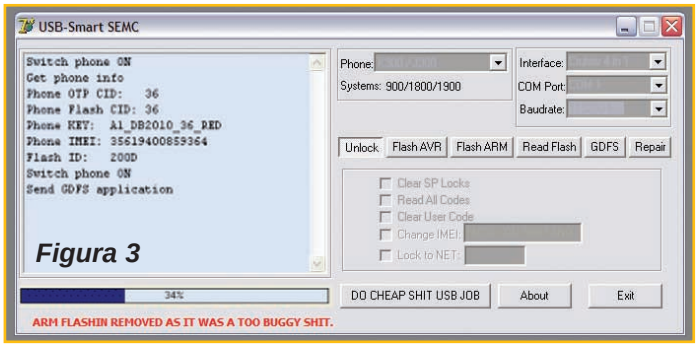

Figura 3
3) El programa detectará el terminal y comenzará la transmisión de datos para la liberación del móvil (figura 3).